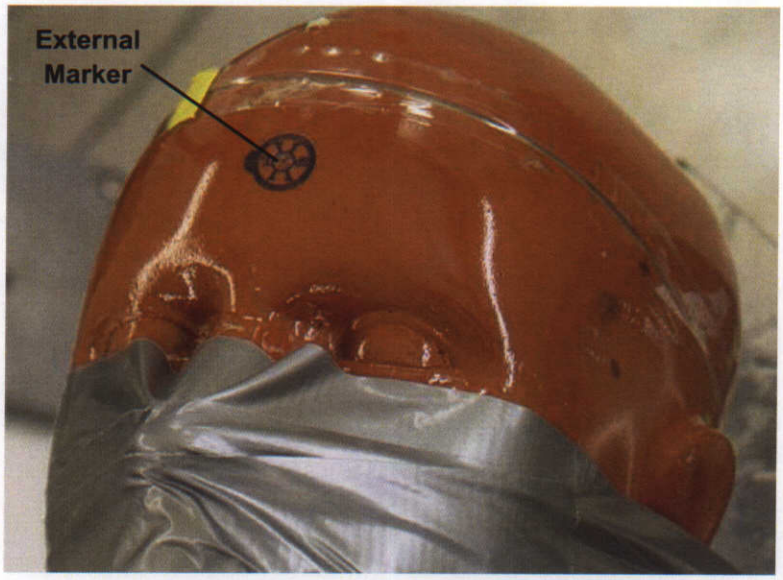

**Figure 3 External Marker (BB) on Surface of Phantom**
- Skull phantom with external markers or BB's on the surface of the phantom for 6D skull tracking. The external marker (BB) on the surface of the phantom is shown in *Figure 3 External Marker (BB) on Surface of Phantom, page 2.*